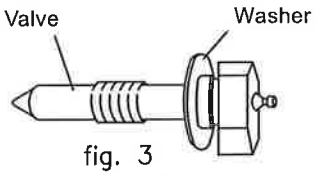

fig. 3
7.6. Position the brake hub, centralizing it on the reduction housing (Fig. 3). .
8.6. Fasten the transmission motor using bolts. Make sure that the existing port positions on the motor remain on the indicated location. (Fig. 3 and Side "A" view).
9.7. Position the washer on the valve (Fig. 3).
Make sure that the washer collar remains facing upward, as related to the valve head (fig. 3).
10.18. Using a cloth moistened with thinner, remove the rest of grease and oil spill from the idler wheel thrust face, on the place where the arm will be mounted in, and on the arm face, where it will be fastened to the drive wheel (Fig. 3).
10.19. Slide the idler wheel on the track, by its supporting face, until the drive wheel touches the arm face (Fig. 3).
fig. 1 fig. 2 fig. 3
14.3. Place the shoe on the chain (Fig. 3)